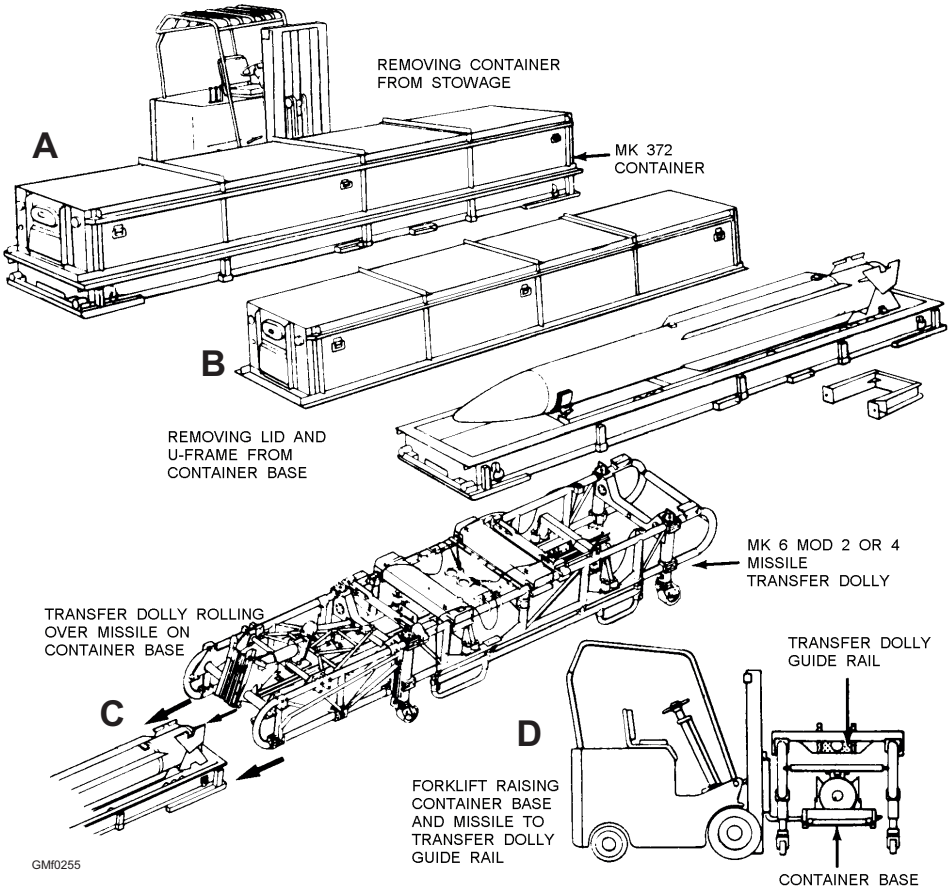
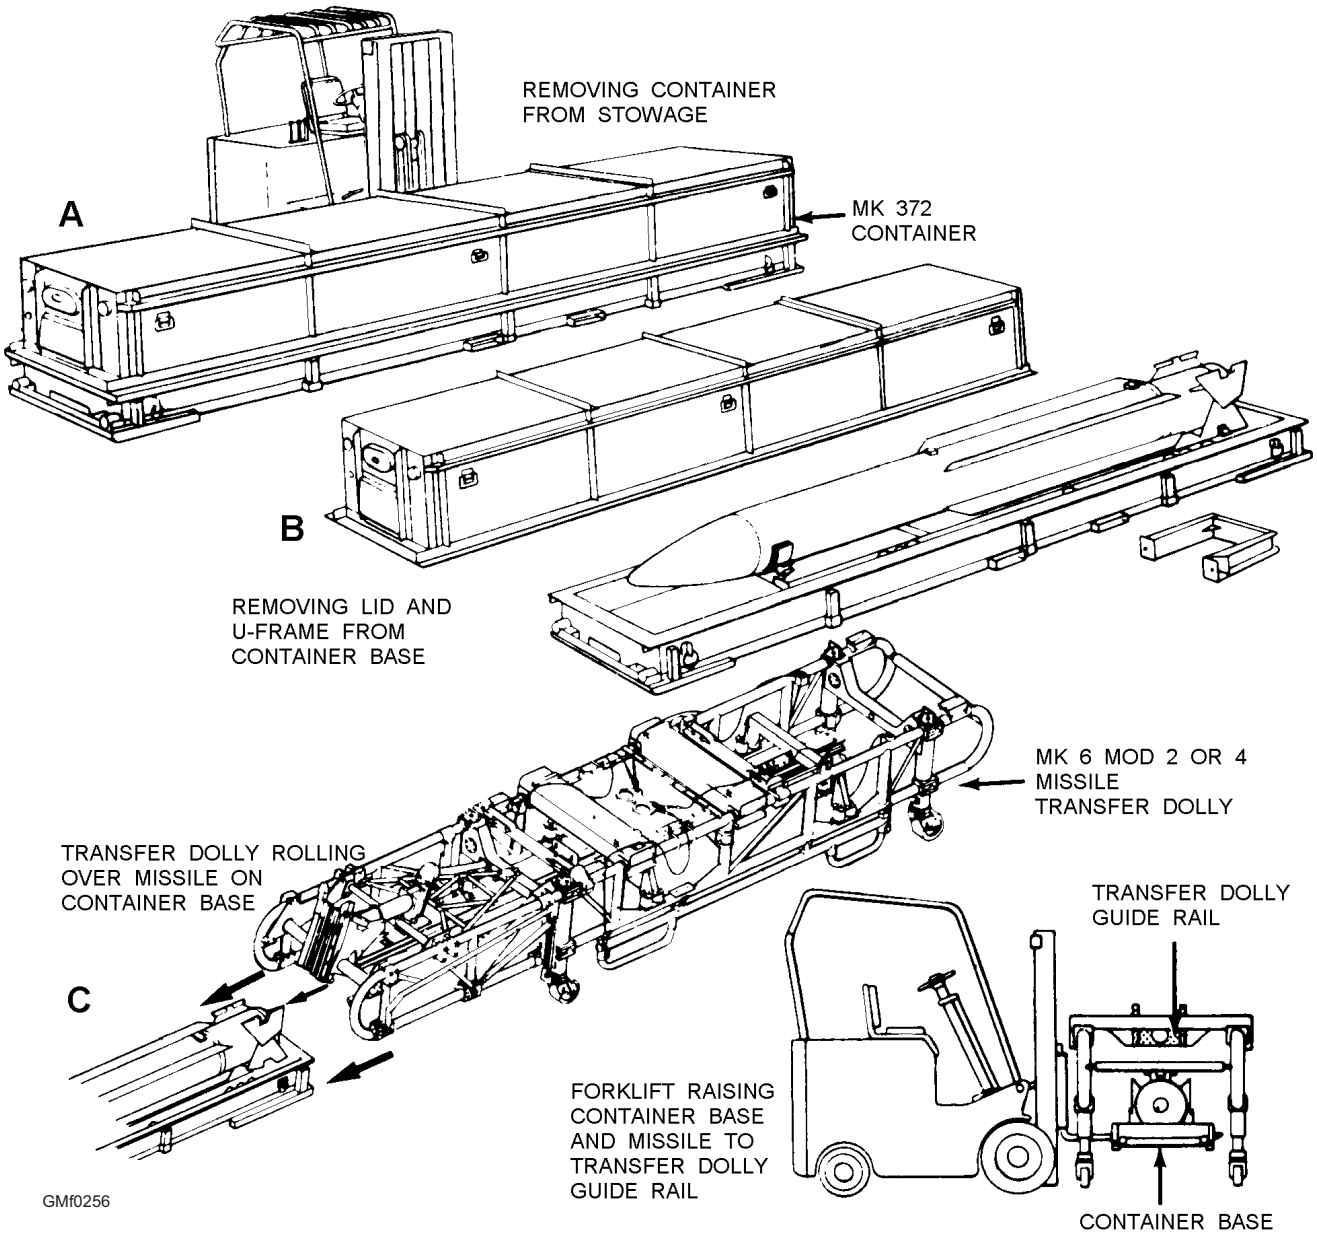
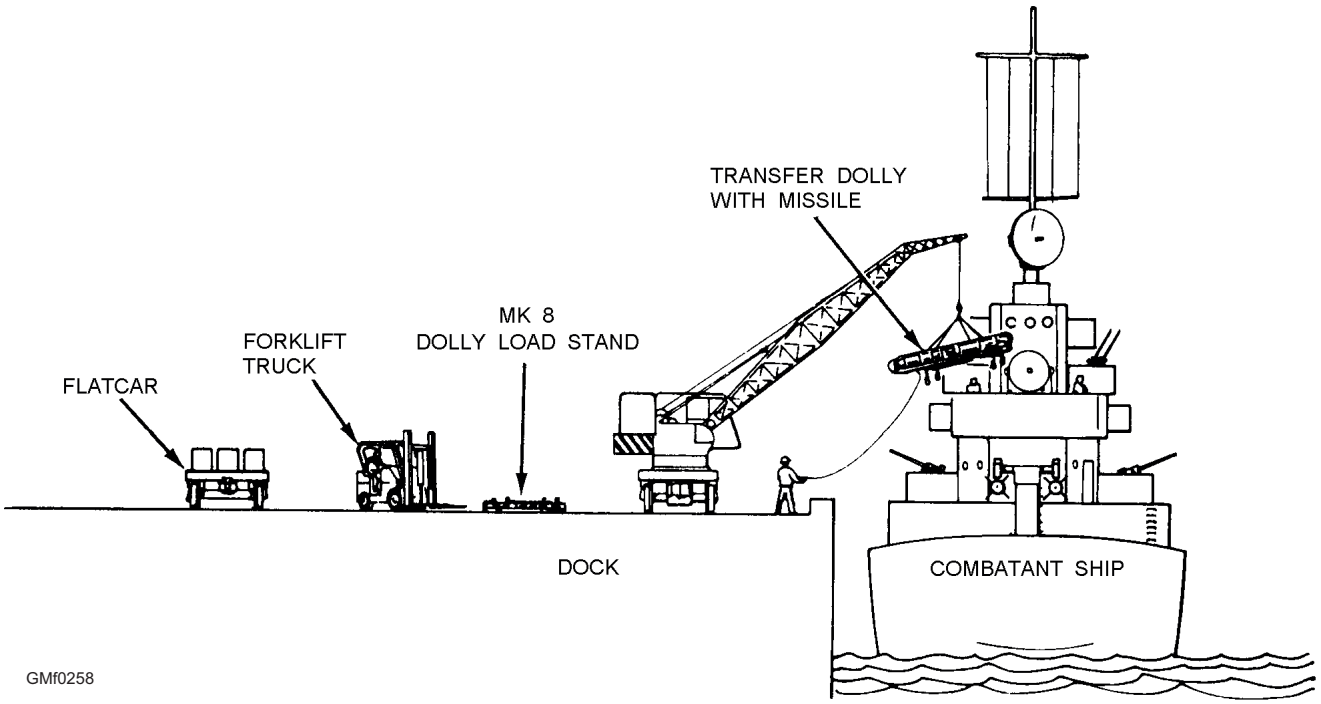

**Figure 2-55.—A Standard MR missile handling sequence; container to dolly without roll.**
**Figure 2-56.—A Standard MR missile handling sequence; container to loading stand to dolly roll.**
**Figure 2-58.—Dockside replenishment.**
**TARTAR HANDLING-CONTAINER TO DOLLY**.—Figure 2-55 shows a typical Standard handling sequence. In this case, the missile is transferred directly from its container onto a dolly.
Figure 2-55, view A shows a forklift truck moving a Mk 372 container to a designated handling area. Note that the forklift tines are lowered and the container rides near ground level. This orientation is the safe way, considering center of gravity and counterbalance factors. The forklift will deposit the container on a flat, even surface (either on a pier or AE-type ship's deck).
Figure 2-55, view B shows the container being prepared. The lid is unlatched, lifted from the base, and hand-carried from the immediate loading area. That makes room for upcoming forklift and dolly movements. The center missile support (U-frame) is removed. The lower missile shoes are unlocked from the inner support assembly of the container.
In (fig. 2-55, view C), a Mk 6 Mod 2 or 4 dolly has been brought into position behind the container. When the dolly is aligned to the container, its wheels are locked (straight). The dolly is pushed forward over the container until the guide rail openings of the dolly are over the upper missile shoes. At this point, the missile shoes are about 9 inches below the guide rail of the dolly.
In (fig. 2-55, view D), the forklift truck has reengaged the container. Carefully, the container is raised until the missile shoes enter the guide rail openings of the dolly. The dolly is pushed so the shoes enter the guide rail tracks/slots. Locking mechanisms are turned to secure the missile in the dolly. The forklift
**STANDARD HANDLING: ROLLING THE MISSILE**.—In certain situations, a Standard missile must be rolled or turned 180°. Figure 2-56 illustrates the key steps in this operation.
In (fig. 2-56, view A), a Mk 5 hoisting beam has been attached to the missile shoes. After the missile is unlocked from the container, a forklift carefully raises the loaded beam clear of the base of the container. This operation is often called *decanning*.
Figure 2-56, view B shows the missile being lowered into a properly prepared Mk 8 dolly loading stand. When the upper ring halves of the roll ring assembly are resecured in place, the missile is rolled.
Figure 2-56, view C shows the dolly in position to be pushed over the load stand. (The upper ring halves are removed again.) This operation is the same as that described with view C of figure 2-55.
In (fig. 2-56, view D), the forklift is raising the loading stand to engage the missile to the dolly. Again, the operation is similar to view D in figure 2-55.
Now use your imagination. The Mk 5 hoisting beam in view A of figure 2-56 could be replaced with a Mk 15 beam; that is, if Mk 79 handling bands were installed on the missile. Also, in (fig 2-56, view A), the container could be substituted with Mk 100 stowage adapters or a Mk 20 stowage cradle. (Do you get the idea of the "imagining" exercise?) In view B of figure 2-56, the load stand could be a Mk 20 cradle instead. The operations in views C and D of figure 2-56 would be the same using a cradle. In certain sequences, even the forklift truck can be replaced with an overhead crane/hoist.
A typical dockside (or pierside) replenishment operation is illustrated in figure 2-58. The major handling equipments and events have already been described. (See figs. 2-55 and 2-56, for example). Any changes or variations to the basic steps in figure 2-58 are minor. For instance, missiles may arrive on the pier in a boxcar instead of on a flatcar. Sometimes a flatbed truck is used.